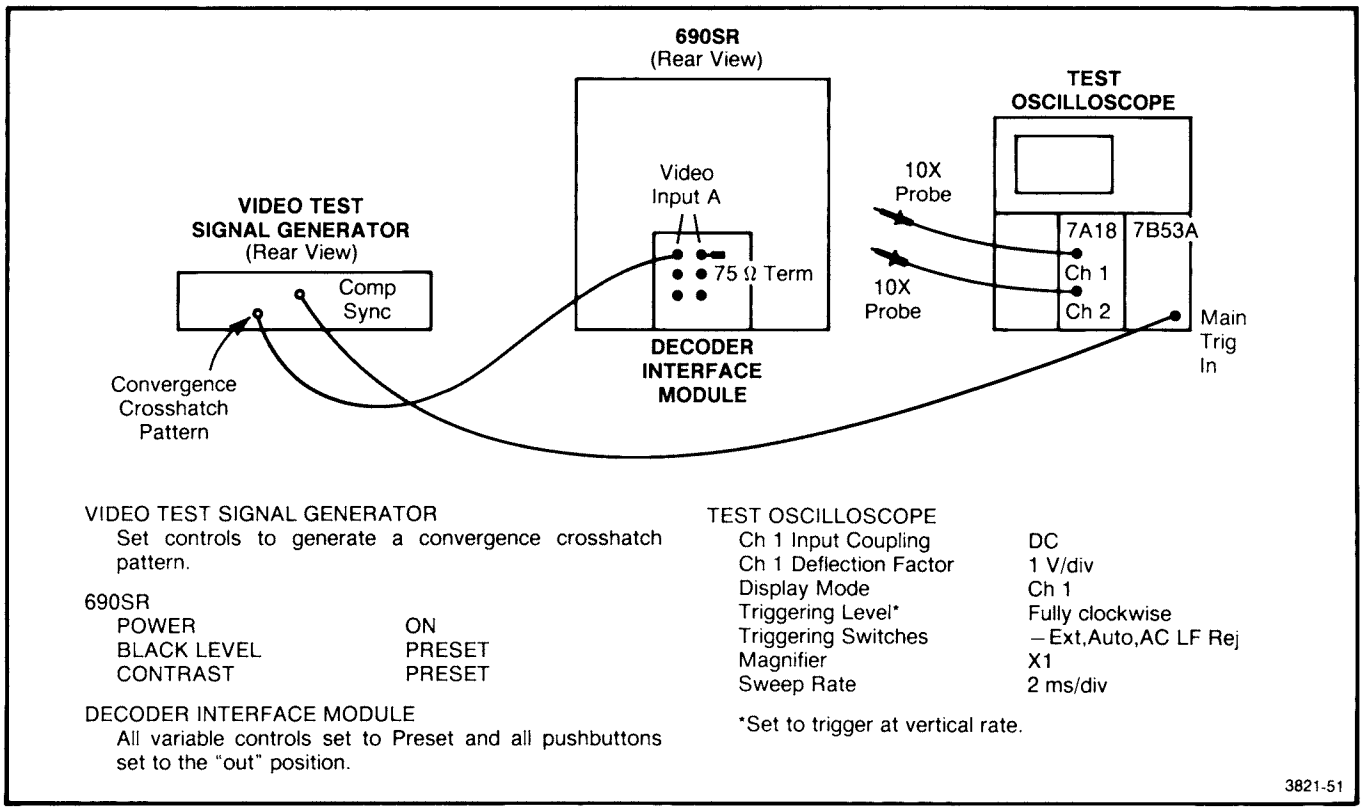

Fig. 6-7. Equipment setup conditions for checking vertical positioning range.
a. Use Fig. 6-7 as a guide for equipment setup conditions and front-panel control settings.